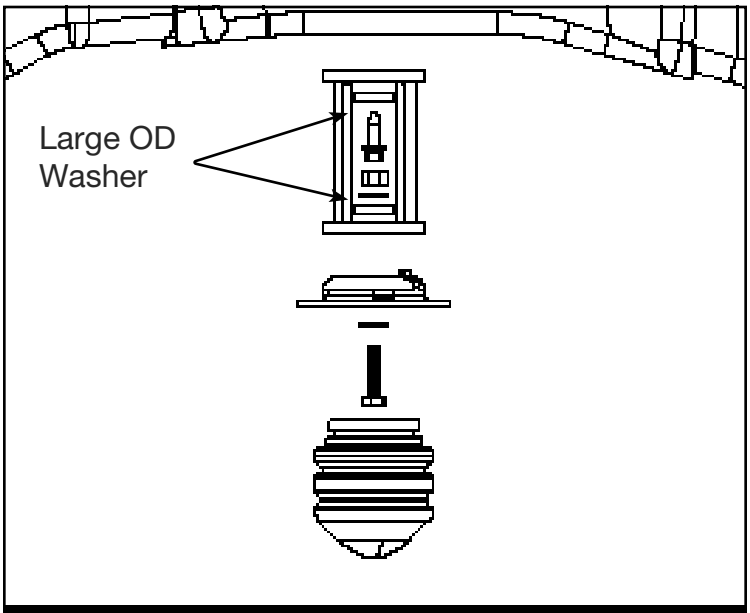

FIGURE 15 - STEP 19
19. Install the factory bolt through the 10mm large OD washer then install through FT30653 (Bump Stop Extension). Install the new extension to the factory postion. Then, reinsert the foam bumpstop. **SEE FIGURE 15**